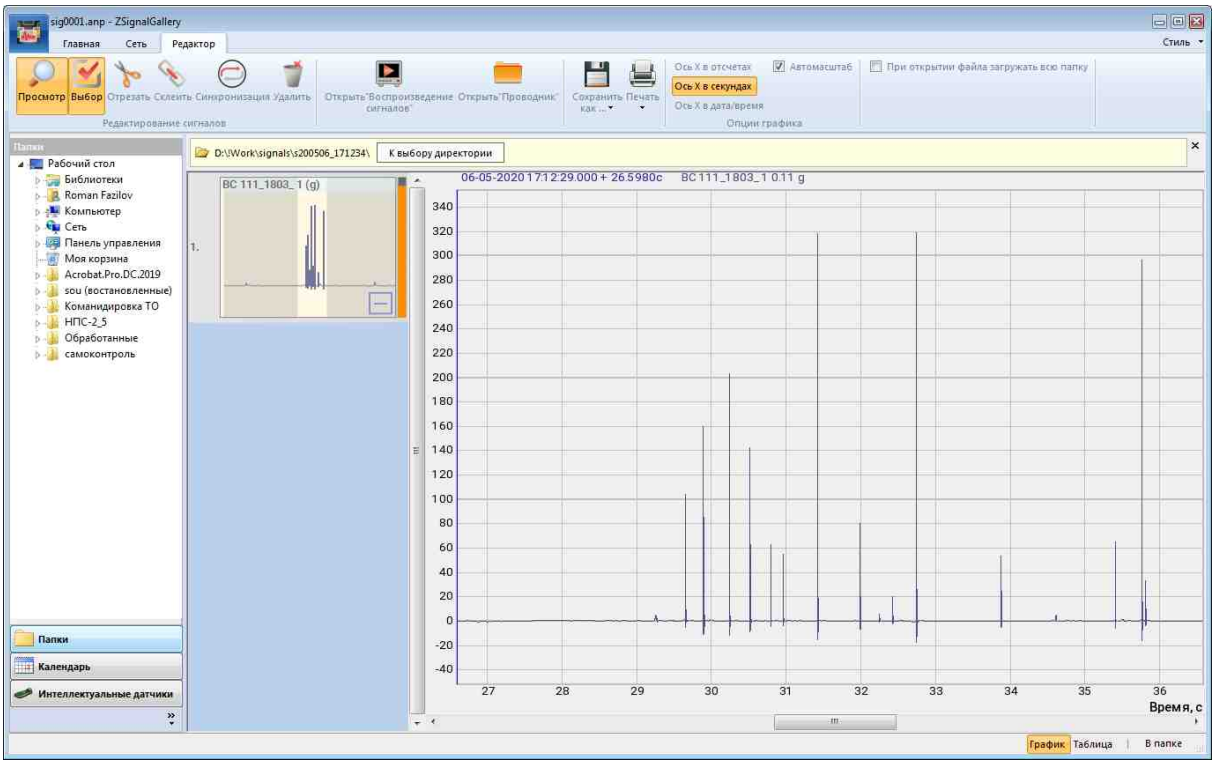

Рис. 1.2 Программа «Галерея сигналов»
3. Дождаться окончания записи сигналов. Для просмотра результатов записи следует в окне программы «Запись сигналов» открыть папку с зарегистрированными сигналами, нажав на кнопку «  ». Из открывшейся директории открыть файл с расширением *«.ana»* программой «Галерея сигналов»» из меню «Отображение» панели ZETLAB (*Рис. 1.2*).